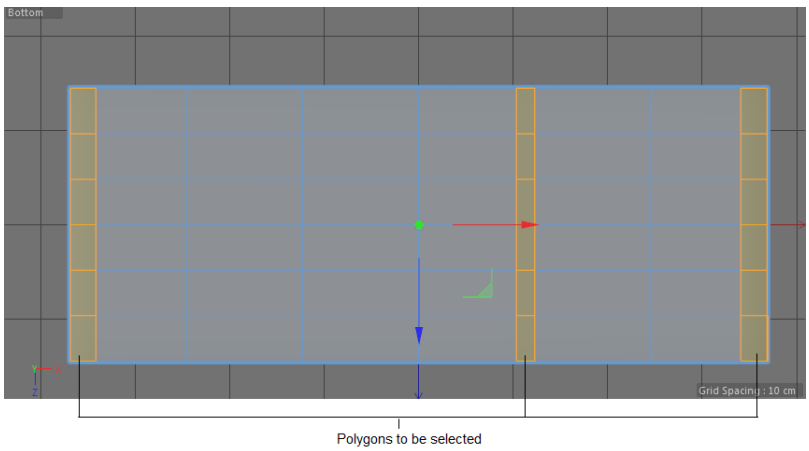

Figure 3-16 *The selected polygons of Computer table*
7. Choose the **Polygons** tool from the Modes Palette; the *Computer table* is displayed in the polygon mode. Choose **Cameras > Bottom** from the Menu in editor view; the Bottom viewport is maximized. Choose the **Brush Selection** tool from the Command Palette and make sure that the **Visible Only** check box is selected. Next, enter **1** in the **Size** spinner. Now, select the polygons of *Computer table*, as shown in Figure 3-16, using the **Brush Selection** tool and the SHIFT key.